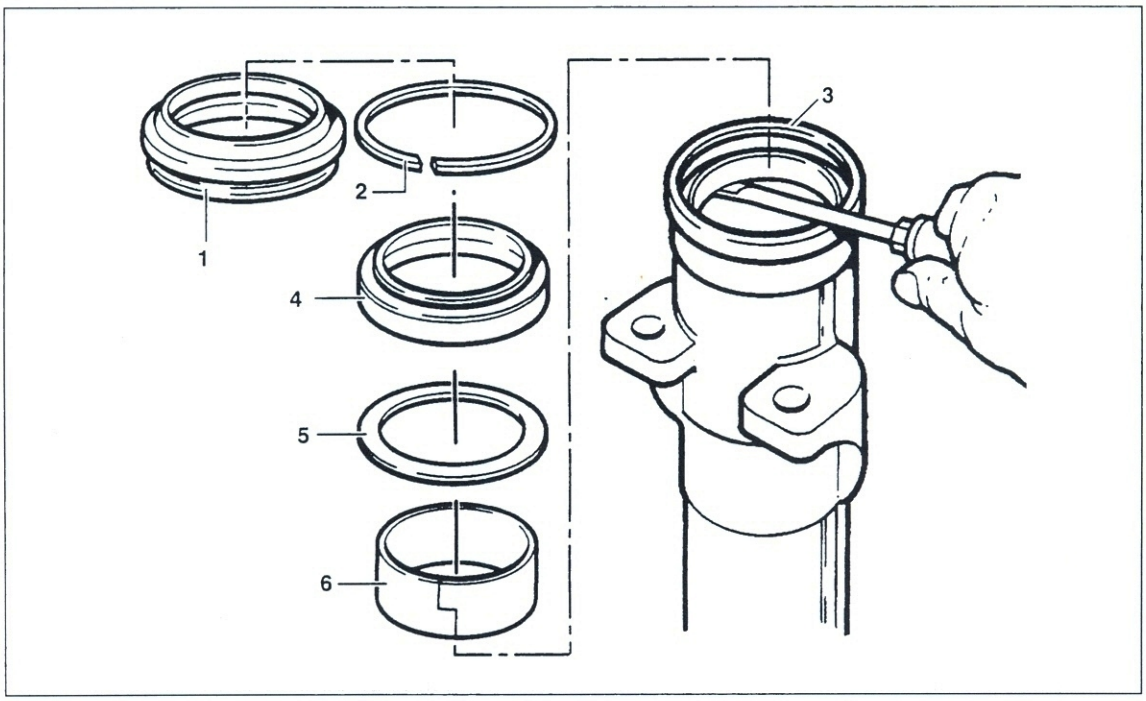

Bild 222
- Tauchrohr zerlegen: Staubschutz ① Bild 222 mit kleinem Schraubendreher oder stumpfem Messer von aussen aushebeln.